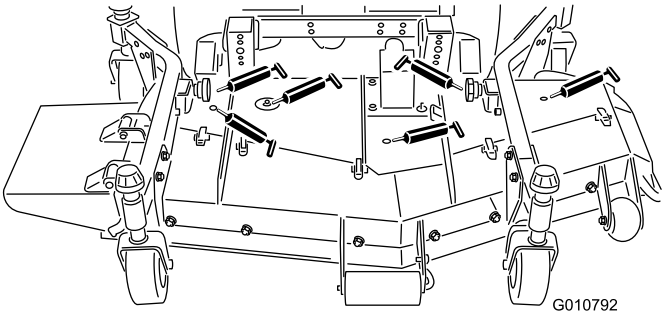

Figura 17
- Cuscinetti del fusello della lama (Figura 17)
- Giunti sferici del braccio di spinta destro e sinistro(Figura 17)